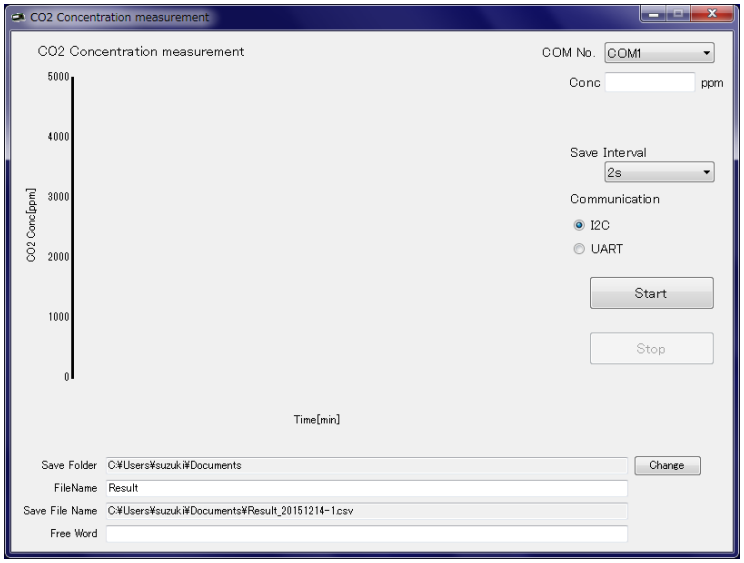

Figure 8 - Startup Screen
(4) Double-click the icon for the data management software (ConcMeasure.exe) as installed on the computer to display the startup screen shown in Figure 8.